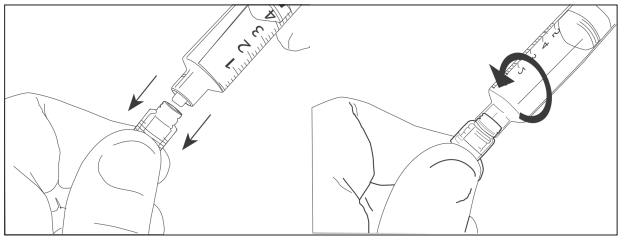

図18　シリンジとLASSの接続方法
(4)シリンジをLASSに対してまっすぐに、時計回りに回転させながらゆっくりと差し込み、慎重にシリンジを接続します（図18）。